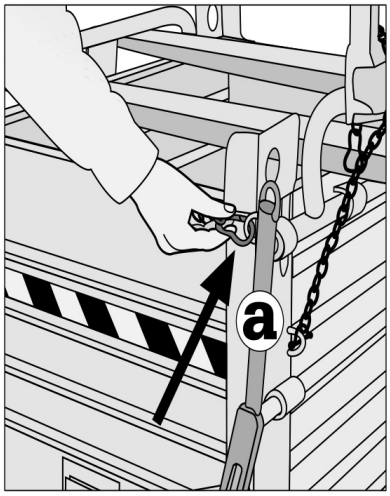

Bild 6.2.15
• 6.2.16 Setzen Sie den Sicherungsring wieder auf den Hebel **(a)**, um die Böden freizugeben **(Bild 6.2.15 - 6.2.16)**.